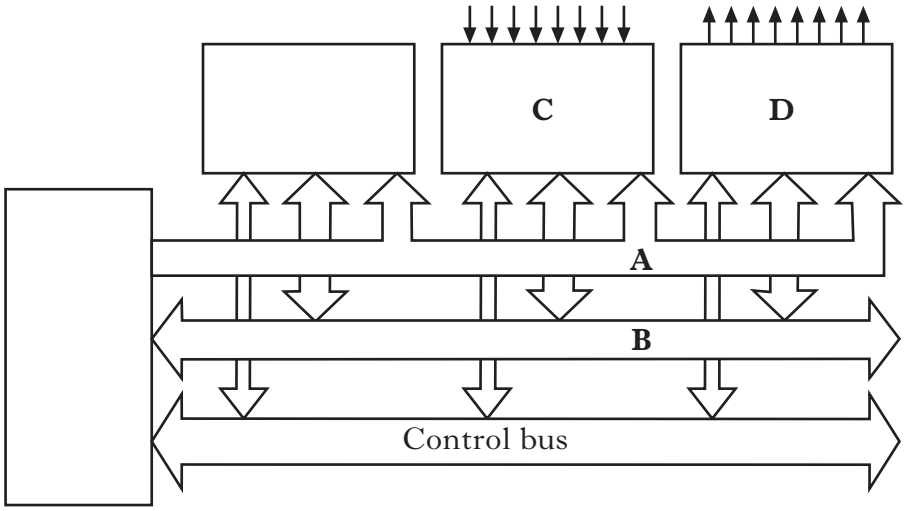

Figure Q1
1. The diagram in Figure Q1 shows the basic architecture of a microcontroller. Some elements have been labelled with the letters A, B, C and D.
(*a*) State the names of the elements labelled A, B, C and D in Figure Q1. **2**
(*b*) With reference to Figure Q1, state which **one** of the following three statements correctly describes the nature of the data flow on the **address bus** in a microcontroller.